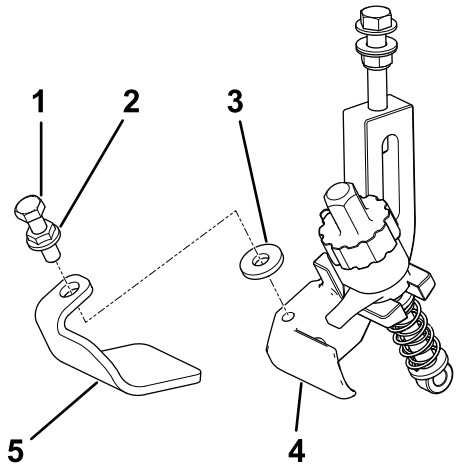

Figur 1
2. På venstre side av klippeenheten bruker du hodeskruen, flensmutteren og skiven til å plassere venstre støtteplate på venstre klippehøydebrakettenhet (Figur 1).